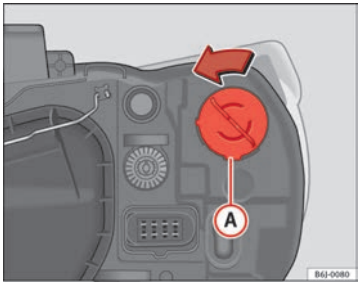

Fig. 146 Single turn signal lamp
– Rotate the bulb holder ⇒ fig. 146 (A) to the left and pull.